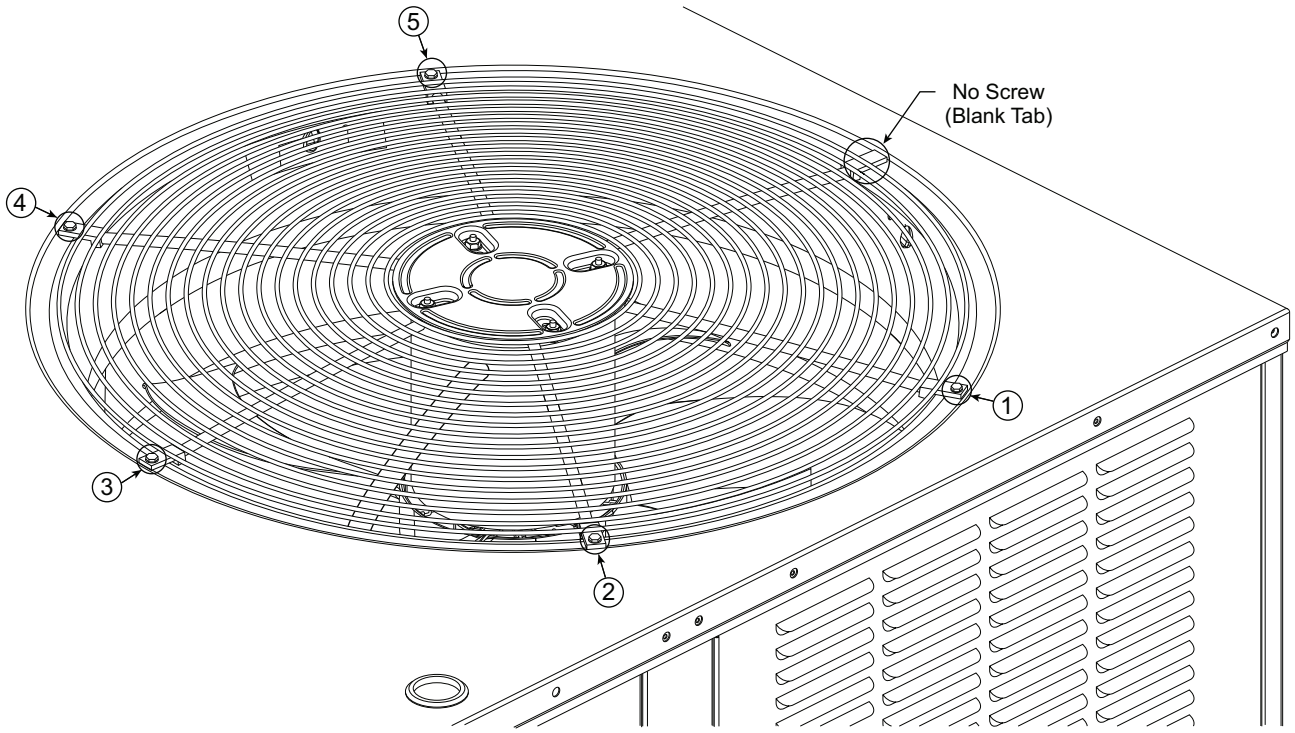

**Fig. 26 — Condenser-Fan Assembly — Screw Pattern Sequence**
6. Replace condenser-fan assembly. When replacing the condenser-fan assembly follow the screw pattern sequence shown in Fig. 26. The screws must be replaced in the sequence shown in the figure.